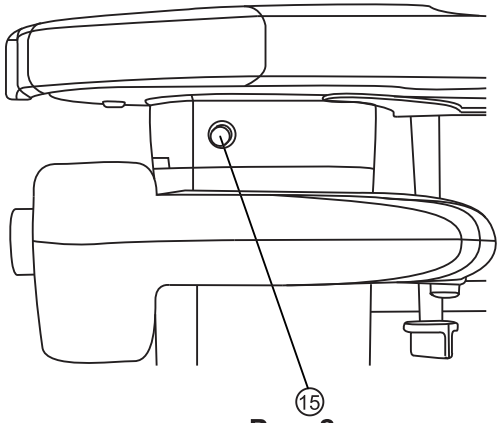

**Рис. 2**
- удерживая кнопкой 15 (рис. 2) шпиндель от проворачивания, прилагаемым ключом отверните зажимную гайку 4;
- удерживая кнопкой 15 (рис. 2) шпиндель от проворачивания, гаечным ключом **КРЕПКО** затяните зажимную гайку 4.